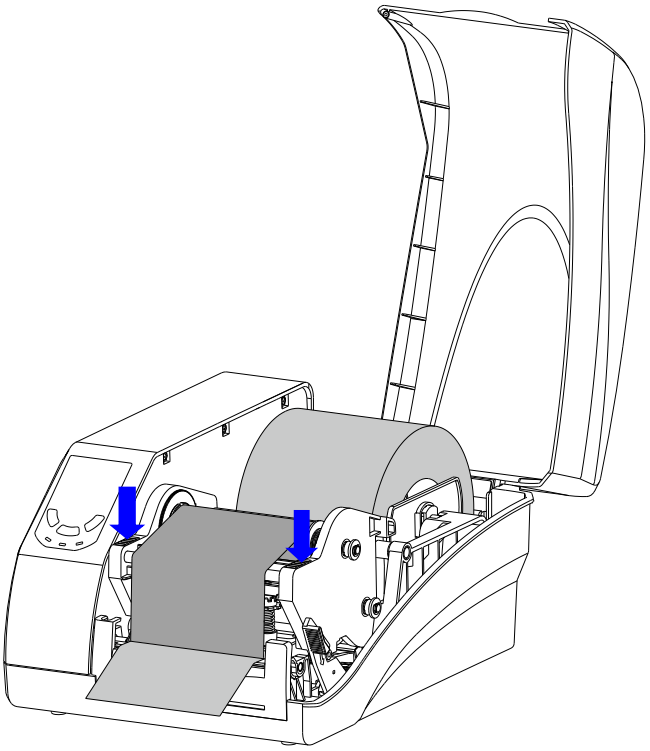

Figure 2-13 Press Down to Lock the Printhead Module
6. Press the Printhead Module downward until you hear a "click", as shown in Figure 2-13.